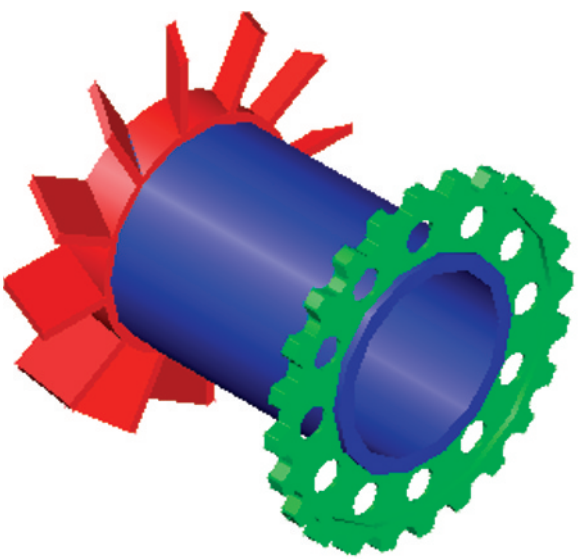

Fig. 16.30 First example – printing a single copy
First example – printing a single copy (Fig. 16.30)
3. *Click* the **Preview** button of the dialog and if the preview is OK, *right-click* and in the *right-click* menu which appears, *click* **Plot**. The drawing plots producing the necessary 'hardcopy' (Fig. 16.30).